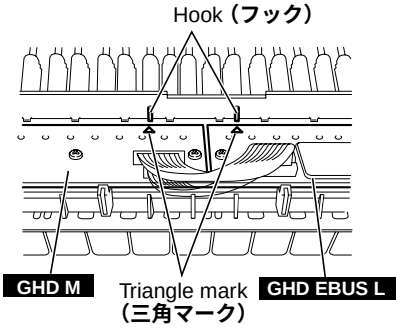

Fig. 26 **(図26)**
* ***When installing the circuit boards, set it under hooks to align the triangle marks of the circuit board and projection parts of the frame as shown in figure 26.***
※ **GHD M/GHD EBUS Lシートを取り付ける際は、フレーム裏側にあるフック位置と基板の△マークが一致していることを確認してください。(図26)**